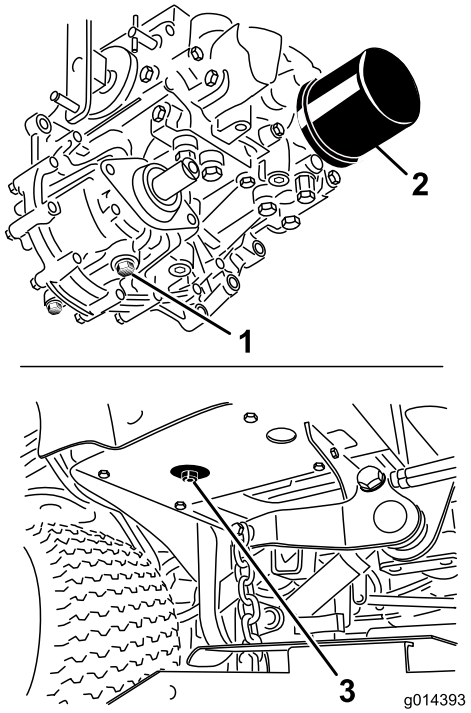

Figur 54
3. Ställ ett stort kärl under hydraultanken och transmissionslådan, lossa pluggarna och tappa ur all hydraulolja (Figur 54).
4. Rengör området runt hydrauloljefiltret och ta loss filtret (Figur 54).